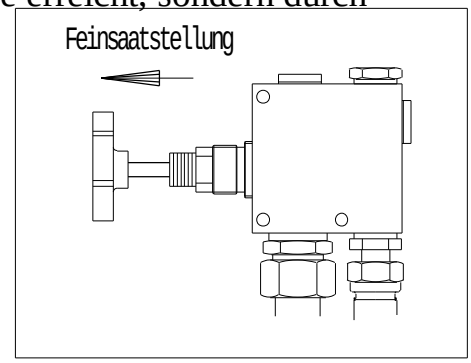

Fig. 3
1. Handrad am Steuerblock ganz herausdrehen (auf Anschlag). Fig.3